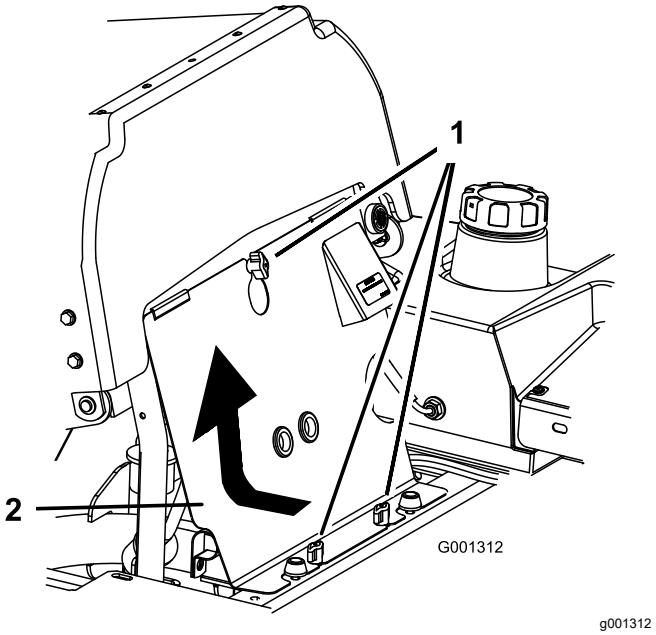

Figuur 87
3. Maak de knoppen van het frontpaneel van de motor los en verwijder het paneel (Figuur 87).